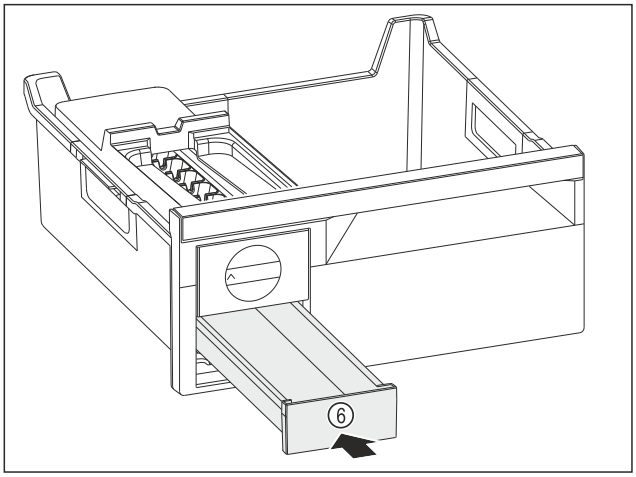

Fig. 149
▶ Inserați sertarul pentru cuburi de gheață *Fig. 149 (6)*.